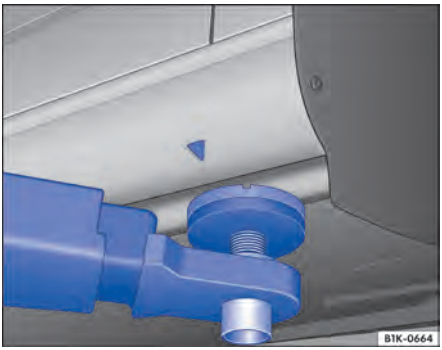
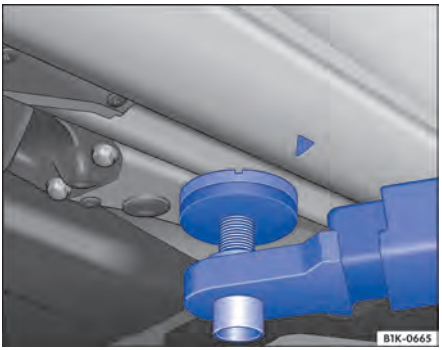

Fig. 147 Pontos de apoio dianteiros para a suspensão com plataforma elevatória ou com macaco.
Fig. 148 Pontos de apoio traseiros para suspensão com plataforma elevatória ou com macaco.
O veículo deve ser suspenso somente pelos pontos indicados nas figuras ⇒ Fig. 147 e ⇒ Fig. 148. Se o veículo não for suspenso pelos pontos indicados, poderão ocorrer danos no veículo ⇒ ⓘ e ferimentos graves ⇒ ⚠.
- **Suspender o veículo somente pelos pontos indicados nas figuras ⇒ Fig. 147 e ⇒ Fig. 148. Se o veículo não for suspenso pelos pontos indicados, o veículo poderá cair da plataforma elevatória quando, por exemplo, o motor ou a suspensão for desmontado.**